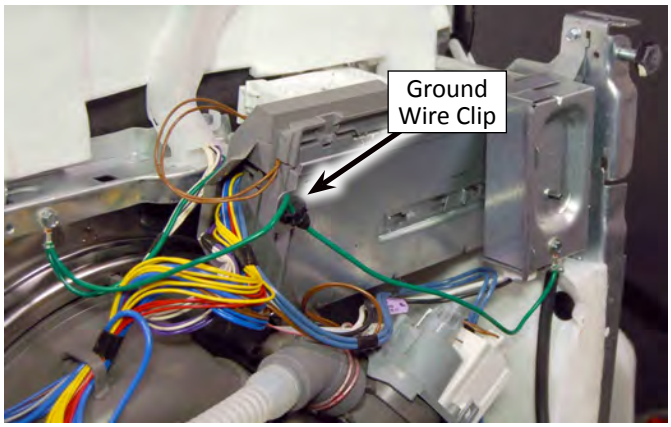

Figure 2
2. Remove the ground wire clip from control mount bracket, (see Figure 2).